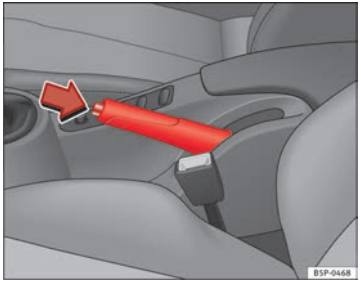

Abb. 152 Handbremse zwischen den Vordersitzen
– Ziehen Sie den Hebel der Handbremse fest nach oben ⇒ Abb. 152.
– Ziehen Sie den Hebel etwas nach oben, drücken Sie die Entriegelungstaste in Pfeilrichtung ⇒ Abb. 152 und führen Sie den Handbremshebel ganz nach unten ⇒ ⚠.